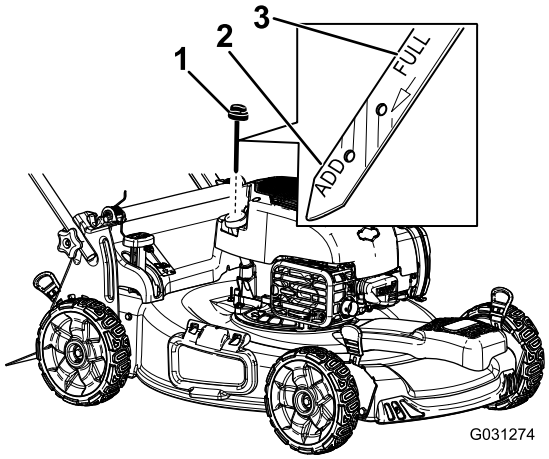

Figura 10
3. Retire la varilla, límpiela, y vuelva a colocarla (Figura 10).
4. Retire la varilla y compruebe el nivel de aceite (Figura 10). Si el nivel de aceite está por debajo de la marca **"Add"** de la varilla, vierta lentamente aceite en el tubo de llenado hasta que el nivel llegue a la marca **"Full"** de la varilla. **No llene demasiado.**